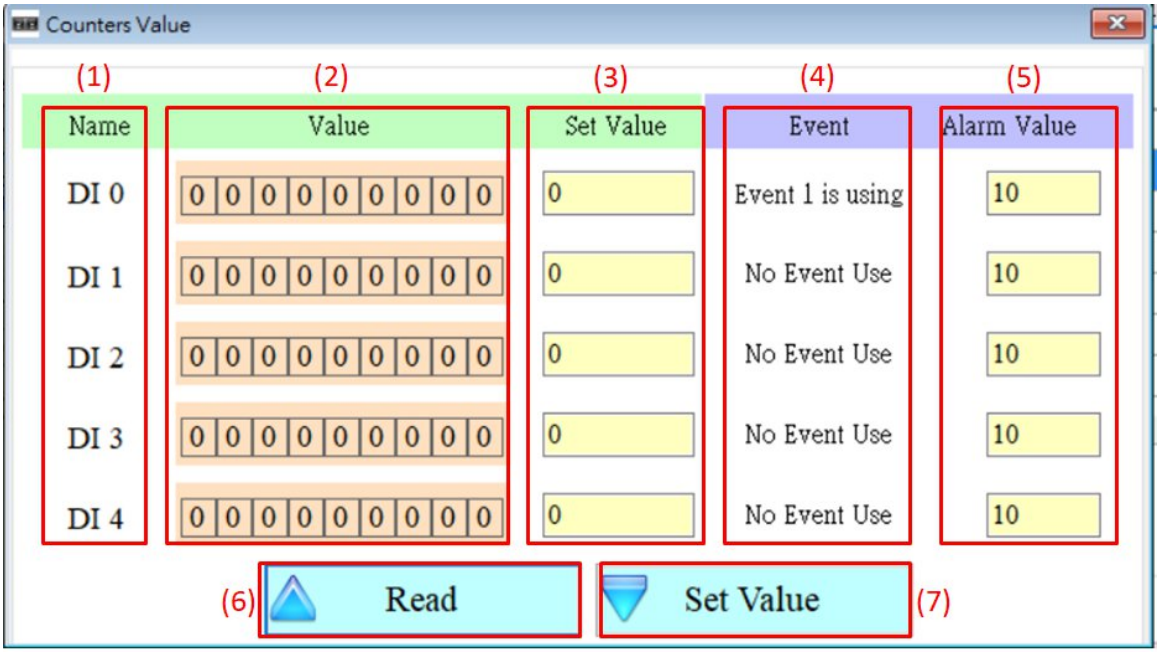

Figure 6.1.5
D. Set the counter parameters, as shown in Figure 6.1.5
(1) Counter name, Counter0~Counter4 corresponds to DI0~DO4.
(2) Counter current count value.
(3) Set the current value of the counter.
(4) Counter usage status.
(5) The value of the counter trigger alarm, which must be greater than the value of Set Value by more than 10.
(6) Read the current status of Device Counters.
(7) Write Counters to Device.